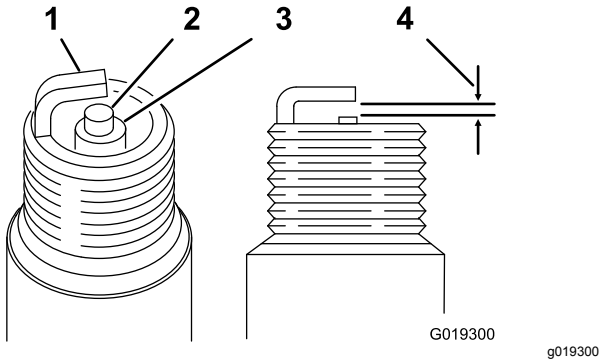

Figuur 33
Elektrodeafstand: 0,7 to 0,8 mm; zie Figuur 33
3. Zorg ervoor dat de elektrodeafstand 0,7 tot 0,8 mm bedraagt (Figuur 33).